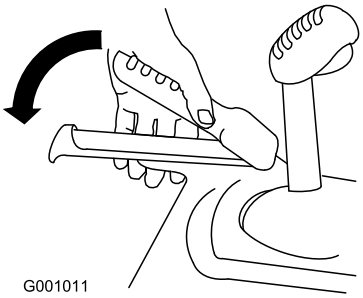

Rysunek 14
3. Przyciśnij lewą ręką dźwignię (trakcji) do uchwytu (Rysunek 14).
6. Przyciśnij lewą ręką dźwignię (trakcji) do uchwytu (Rysunek 14).